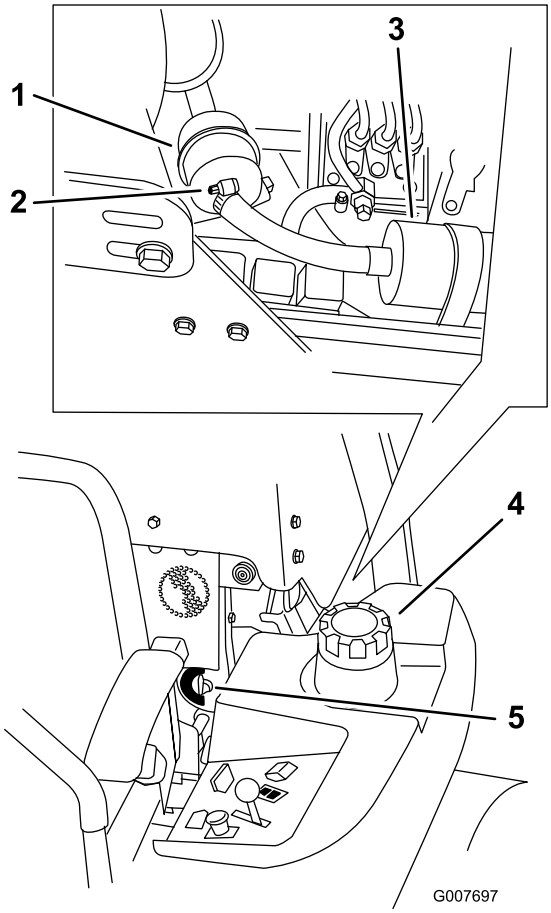

**Figur 52**
4. Åpne drivstoffventilen(Figur 52).
5. Løsne de to slangeklemmene og koble fra drivstoffslangene fra toppen av filteret (Figur 52).
6. Sett inn et nytt filter. Koble drivstoffslangene til drivstoffilteret og monter slangeklemmene (Figur 52).